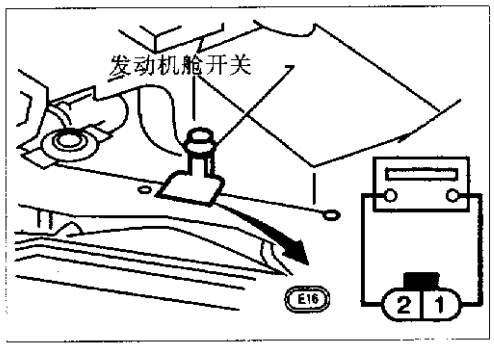

图 12－19－30
(2) 发动机舱开关。检查表 12－33 中所示端子间是否导通，见图 12－19－30。